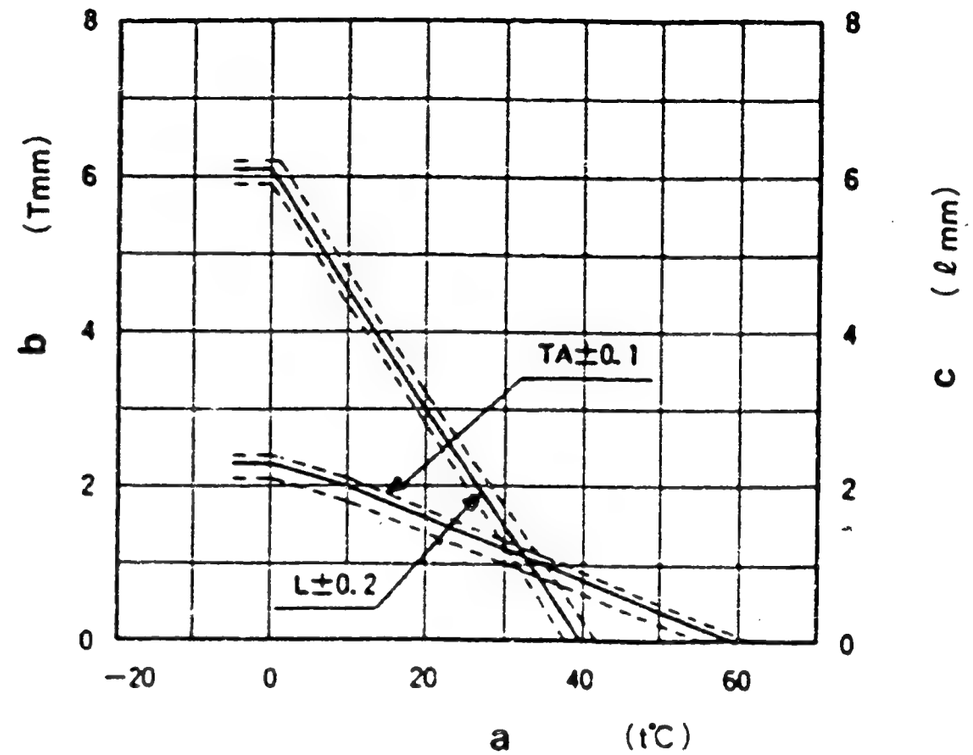

Bild 32
1) Aus dem Diagramm (Abb. 32) den Spritzverstellerhub für die Lufttemperatur zum Zeitpunkt der Einstellung ablesen.
1. Aus Abb. 32 die Größe des Spalts zwischen dem Leerlaufhebelbolzen und dem Verstellhebel für die Lufttemperatur zum Zeitpunkt der Einstellung ablesen.